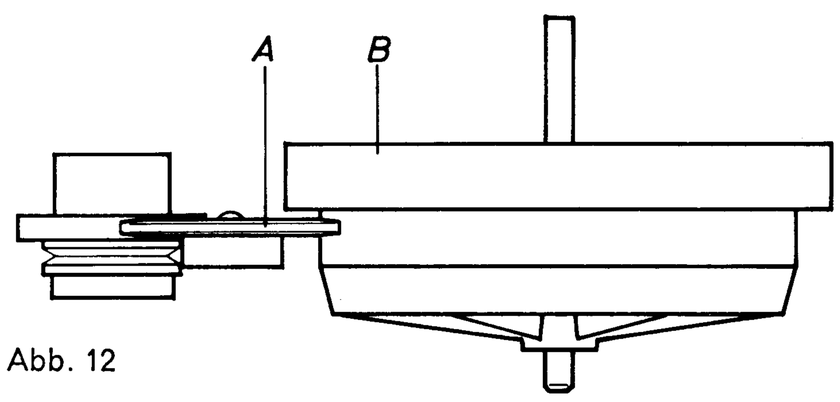

Abb. 12
8. Geschwindigkeitswähler (siehe Abb. 12, 13 und 14)
8.1 Prüfung (siehe Abb. 12)